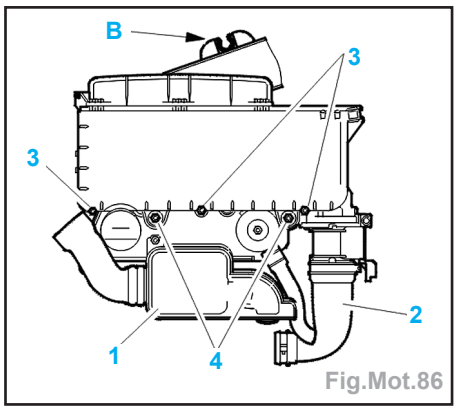
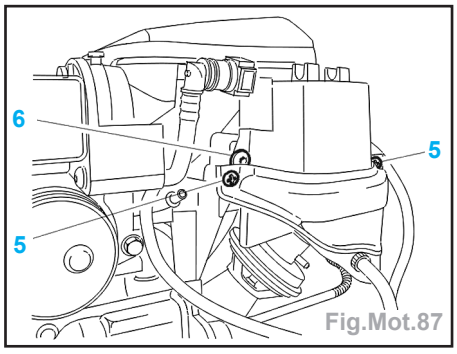
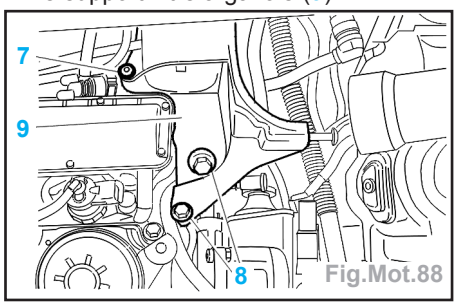

Fig.Mot.86
Fig.Mot.87
Fig.Mot.88
- les vis de fixation (4) de la cuve de filtre à air (Fig.Mot.86).
- Ecarter le faisceau électrique (B).
- Déposer les vis (5) du protecteur de filtre à gazole (suivant équipement) (Fig.Mot.87).
- Desserrer la vis (6).
- Déposer (Fig.Mot.88) :
- les vis de fixation (7) et (8) du support de filtre à gazole,
- le support filtre à gazole (9).
- Serrer les vis (10) à 1,0 daN.m.
- Reposer le support de filtre à gazole (9) (Fig.Mot.88).
- la vis (8) à 0,5 daN.m,
- la vis (7) à 1 daN.m.
- Remettre le faisceau dans le point de bridage (B) (Fig.Mot.86).
- Serrer les vis (4) à 0,5 daN.m.